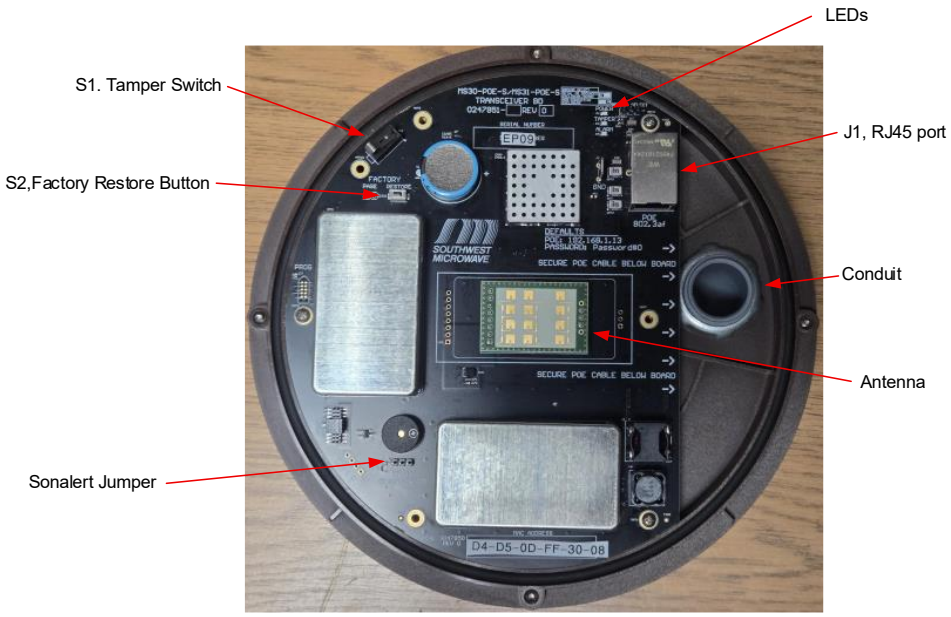

*Figure 6.1 – Model MS30-POE-S Circuit Board*
The electrical connections for the Model MS30-POE-S board are shown in Figure 6.1. The circuit board has LEDs for Power On, Intrusion Alarm and Tamper Alarm indication.
3. Attach network cable to connector J1 RJ45 port as shown in Figure 6.1.